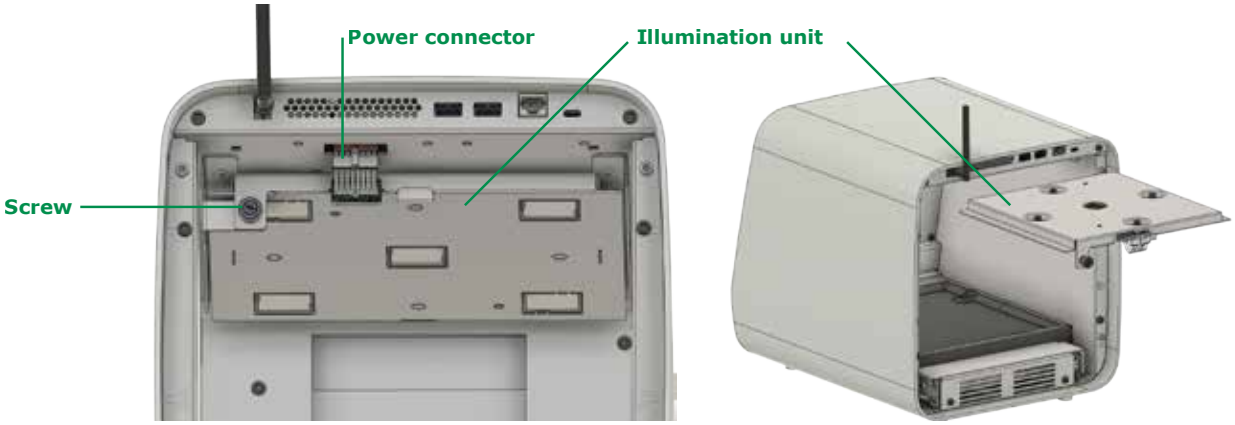

Figure 10.3: Replacing the illumination unit
6) If one or all light sources are not working, or the illumination appears to be dark on one side, the illumination unit might need to be replaced (see section 10.4). In case a replaced illumination unit remains dark after the replacement procedure, verify that the unit's power connector is plugged in (see figure 10.3), and the back cover **B7** has been correctly closed.
5) Carefully unplug the cable marked in figure 10.3 as 'Power connector'.